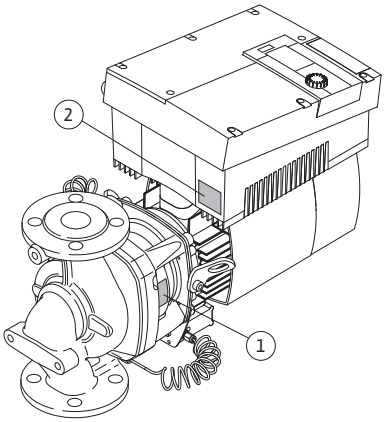

*Fig. 11: Disposición de las placas de características:*
- La placa de características de la bomba (Fig. 11, pos. 1) posee el número de serie (nº serie .../...) necesario, p. ej., para el pedido de repuestos.
- La placa de características del módulo electrónico (módulo electrónico = inversor o convertidor de frecuencia) (Fig. 11, pos. 2) indica la denominación del módulo electrónico utilizado.